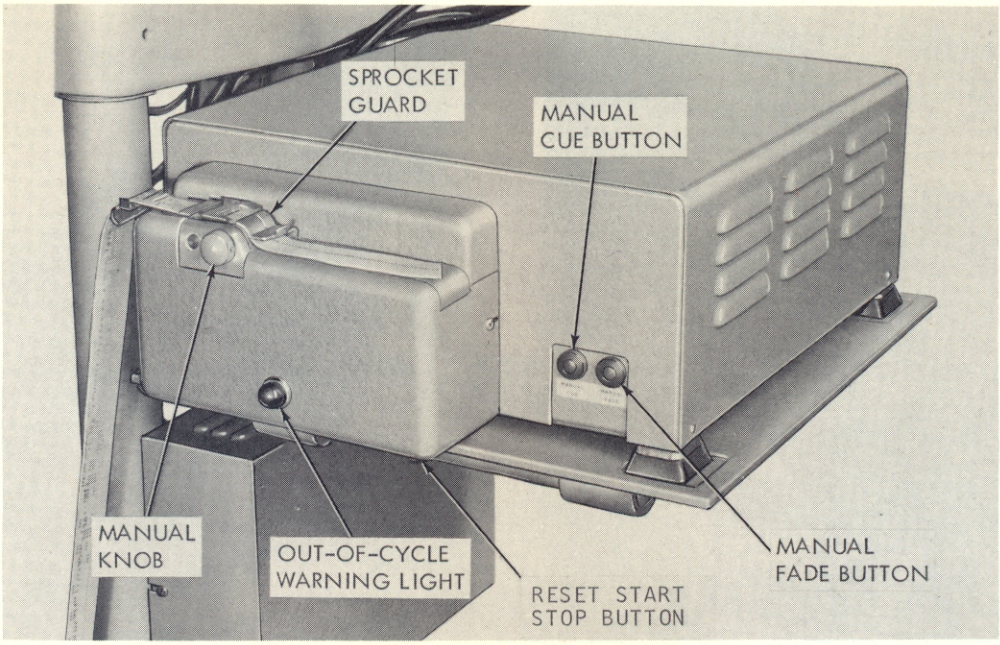
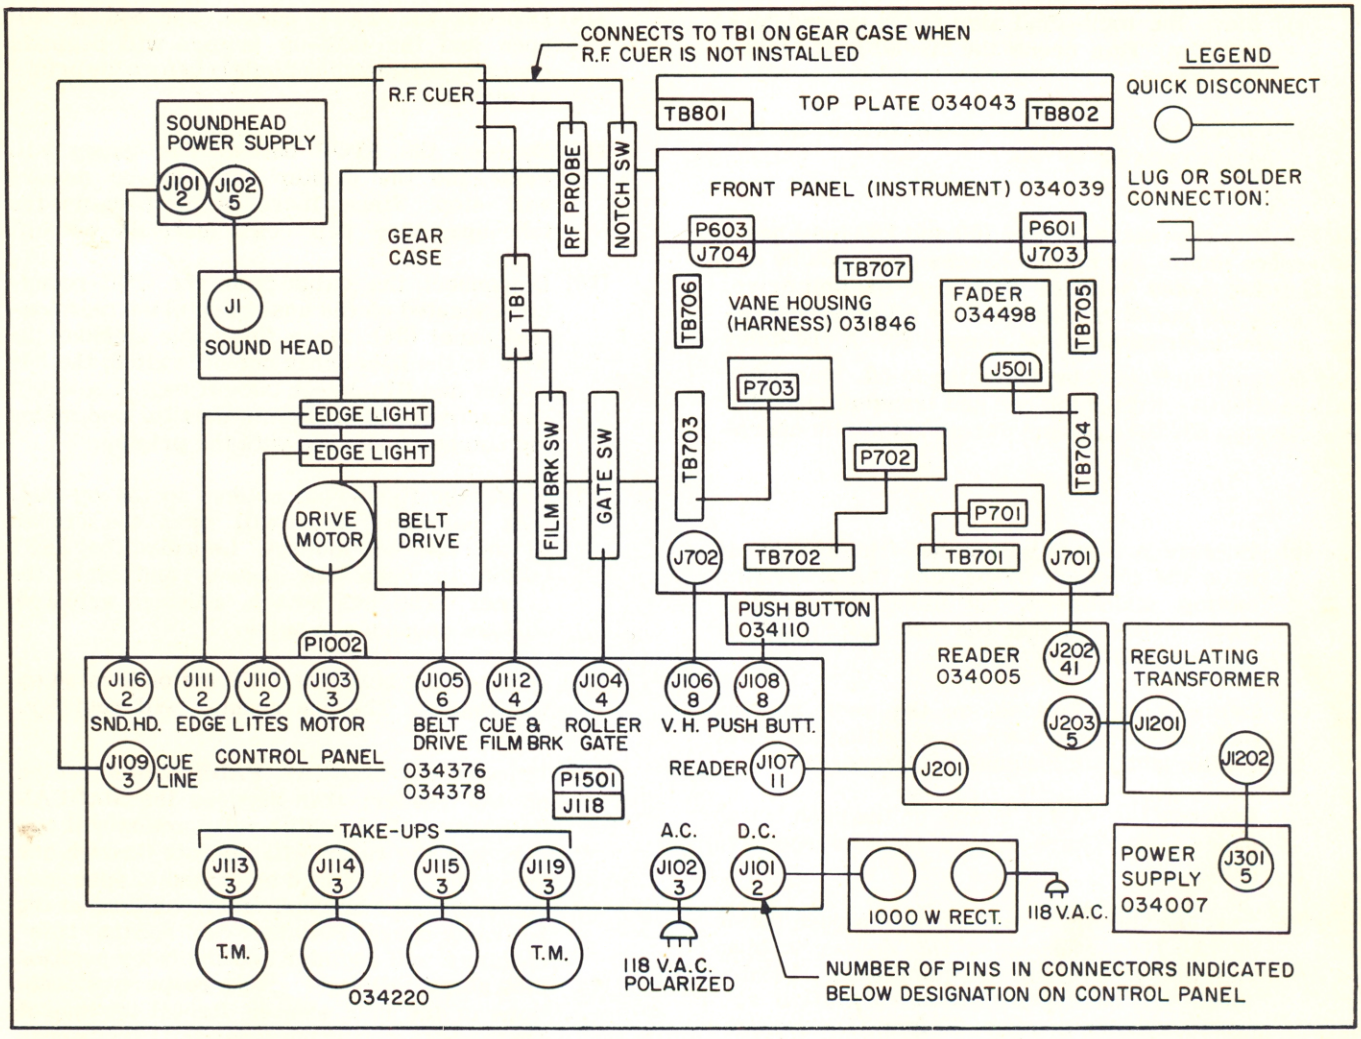

Figure 9. Program Tape Reader Installed
Figure 15. Printer Cable Connections
The program tape reader is mounted on a table-like projection below the lamp housing (figure 9). The tape reader performs the function of reading the information from the program tape. The unit is of the intermittently operating pin-sensing type where the operation is under control of a camshaft which makes a single revolution to read each line of code.
a. Install shelf (16) into the two right-hand legs.
b. Place the reader (15) on shelf (figure 9). Connect the 32-inch, 5-pin cable from the reader to the transformer which is to be mounted on the base and the 19-inch, 5-pin cable from the transformer to the "DC Power Source for Printer." The power source is mounted on the pedestal legs underneath the Reader. (Refer to figure 15 for cable connections.)
2-6. FINAL ELECTRICAL CONNECTIONS (Figure 15).